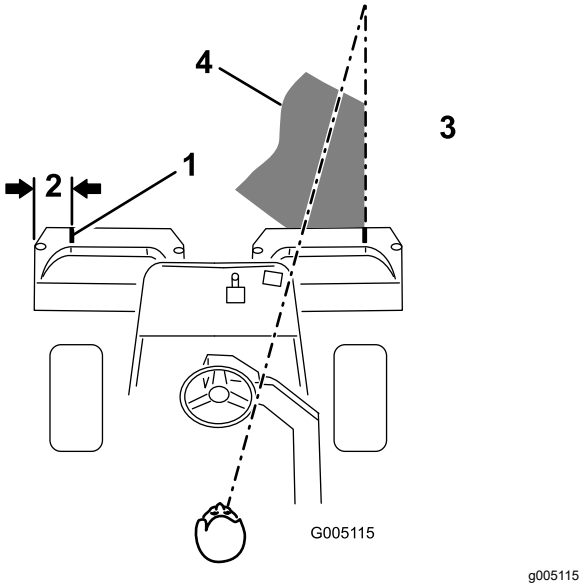

Figur 9
2. Placer enten et stykke hvidt tape, eller tegn en linje på hver enkelt opsamler parallelt med den ydre kant på hver enkelt opsamler (Figur 9).